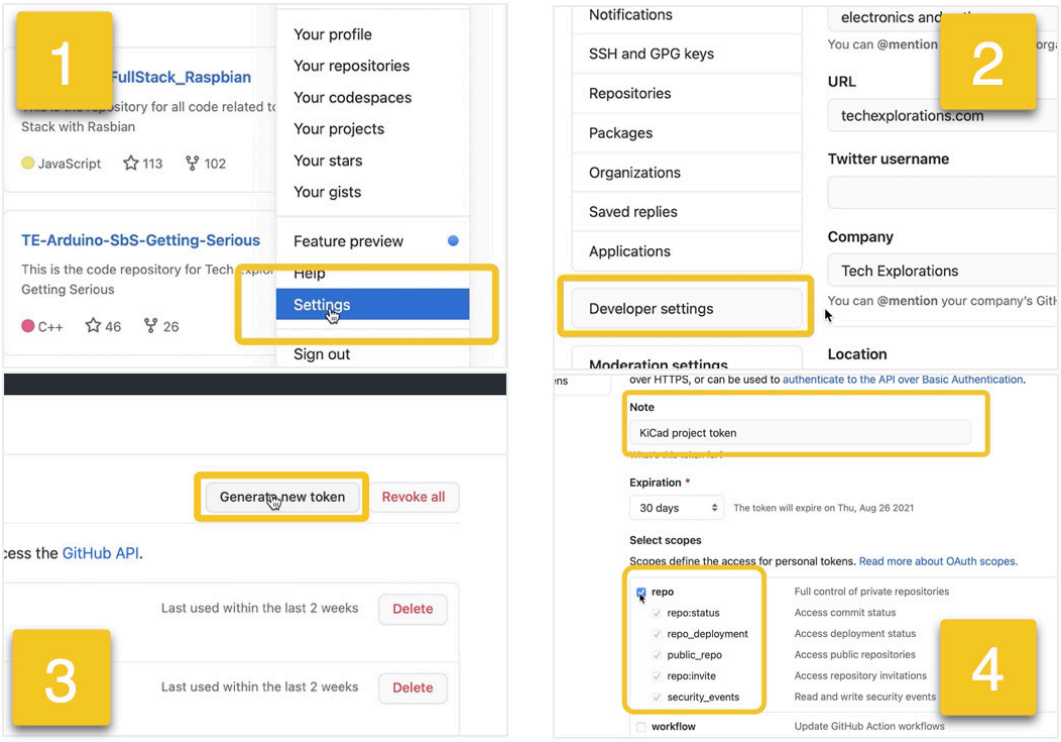

Figure 13.26.5: Generate a new personal access token.
To create a personal access token (refer to Figure 13.26.5), go to Github, click on your account photo (top right of the Github page), then Settings (1), and Developer settings (2).